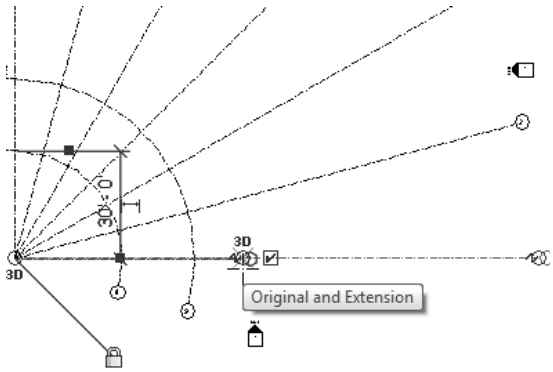

Figure 3-63 *Dragging the grid endpoint to resize*
2. Now, press and drag the cursor toward the left and release the mouse when the cursor along with the grid endpoint reaches the location shown in Figure 3-63.